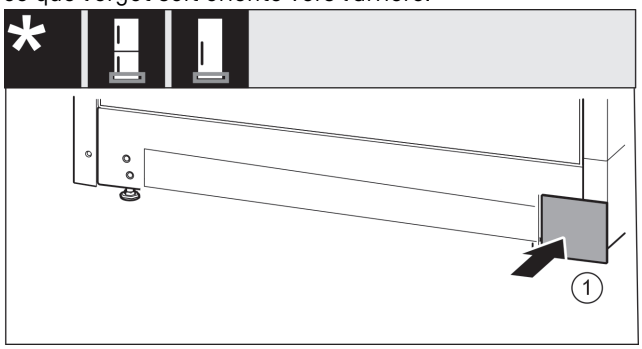

Fig. 19
- ▶ Remettre le cache *Fig. 19 (1)* en place de l'autre côté.